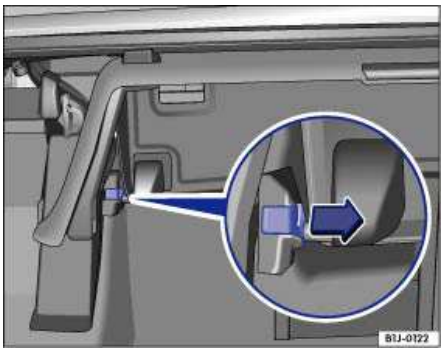

Fig. 98 Removing the inside luggage compartment cover.
- Pull the latch ⇒fig. 98 (magnified view) in the direction of the arrow to release the hinge.